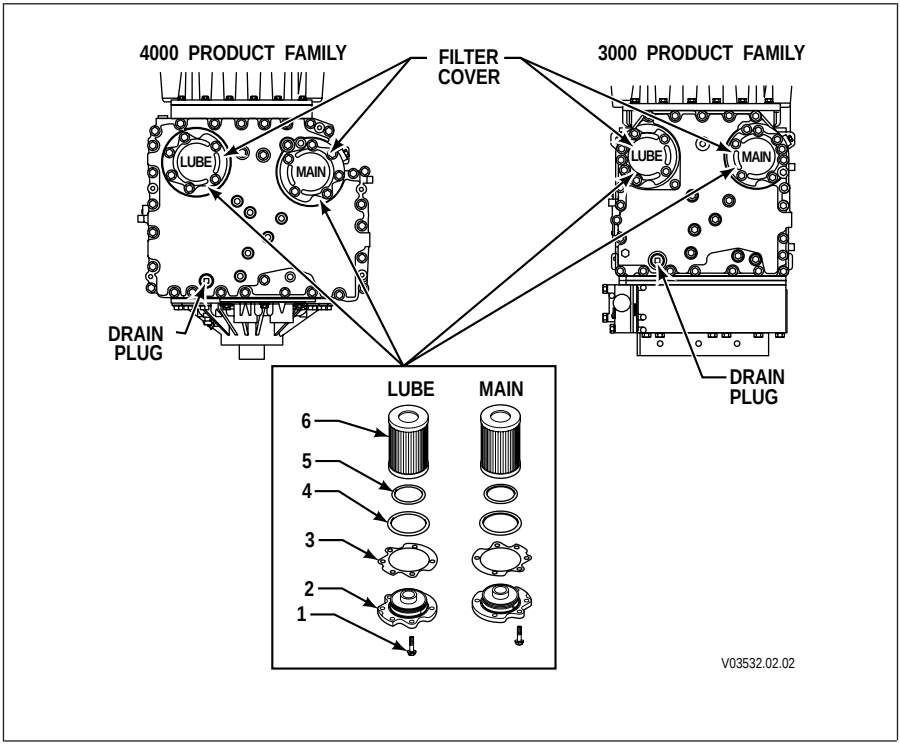

Figure 2–3. Location of Filters for Service
b. Replace Filters. Refer to Figure 2–3.